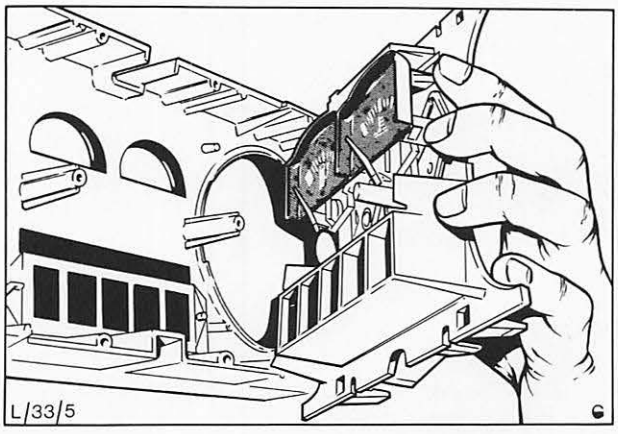

Abb. 71 Halteplatte über die Haltestifte ansetzen
9. Instrumentengehäuse an der Halteplatte ansetzen und mit 4 Schrauben befestigen, Abb. 71.